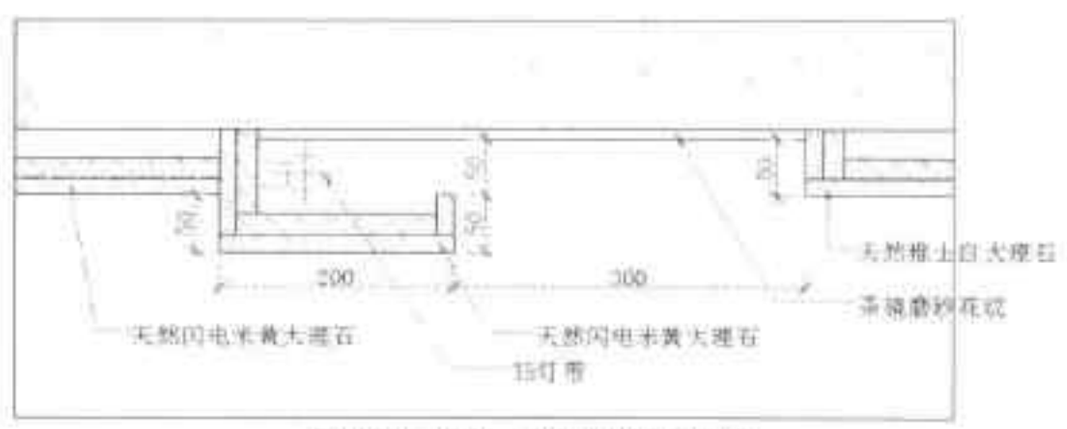

图19-133 添加文字注释
Step 16 执行“线性”命令，对图形进行尺寸标注。执行“快速引线”命令，对图形进行文字标注，如图 19-133 所示。